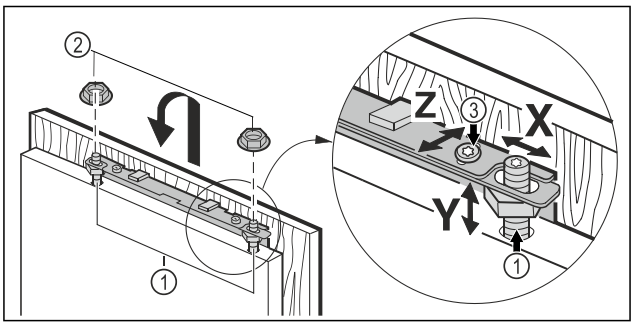

*Fig. 60*
▶ Hook the unit door onto the adjustment bolts *Fig. 60 (1)* and screw the lock nuts *Fig. 60 (2)* loosely onto the adjustment bolts.
▶ Align the unit door in height **Y** and in the lateral inclination: Adjust the adjustment bolt *Fig. 60 (1)* with a screwdriver.
▶ Tighten the lock nuts *Fig. 60 (3)*.